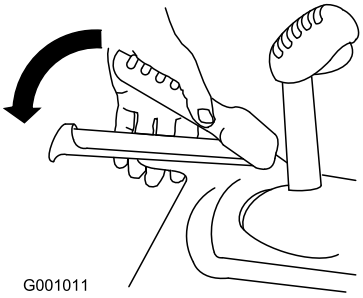

Figur 37
2. Aktivera hjuldrivningen och håll den på plats (Figur 37).